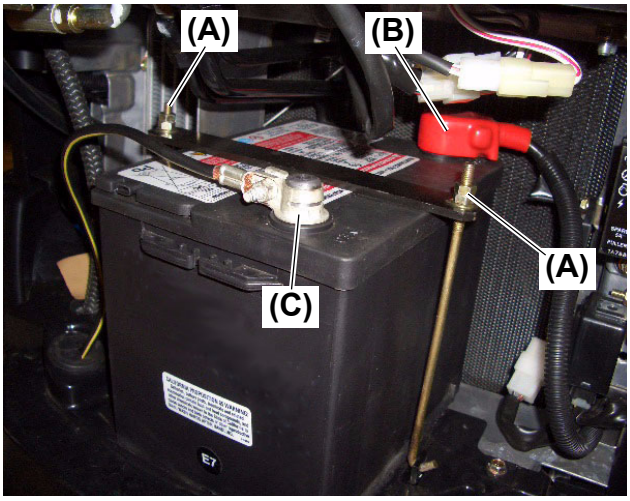

Fig. 2
2. Disconnect the black / yellow negative (-) cable from the negative (-) terminal **(Fig. 2, (C))**.
3. Remove both jam nuts and nuts with washer **(Fig. 2, (A))** from the battery J-bolts.
6. Disconnect the black positive (+) cable from the positive (+) terminal **(Fig. 2, (B))**.